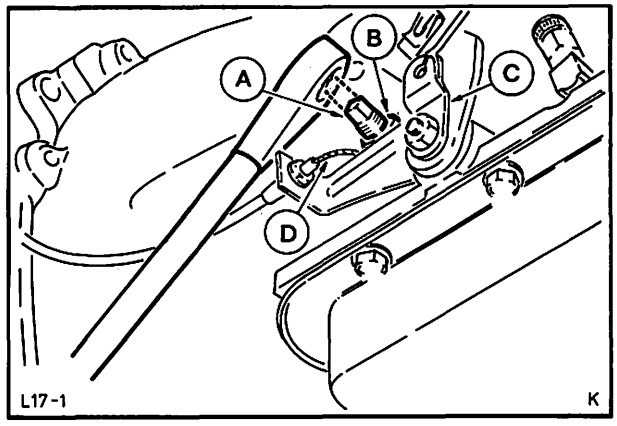

Abb. 10 Bremsband einstellen
3. Mit Werkzeug 17-005 Einstellschraube so weit hineindrehen, bis der Drehmomentschlüssel in sich überspringt. Abb. 10.